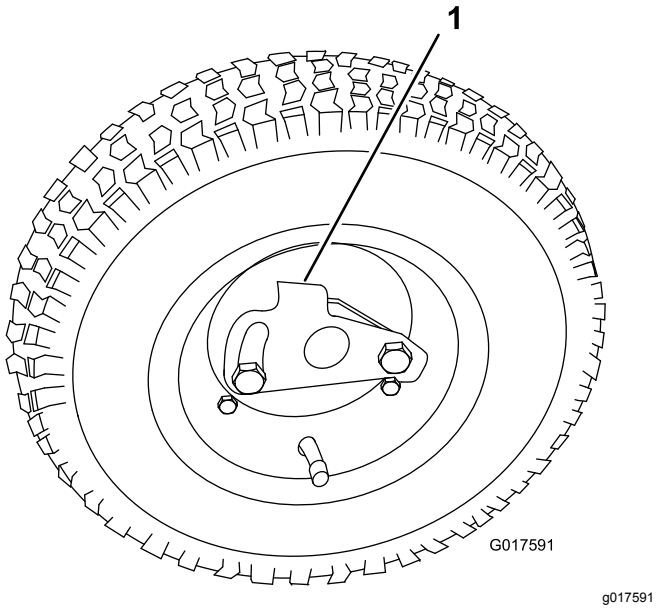

Figur 19
2. Tryk hjulets låseclips mod midten af hjulet, og skub hjulet op på den sekskantede aksel (Figur 19).